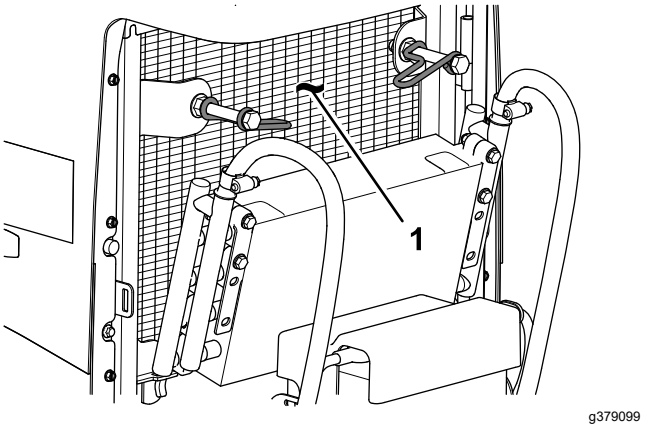

Figur 111
8. Rengør begge sider af oliekøler og køler (Figur 111) grundigt med trykluft.